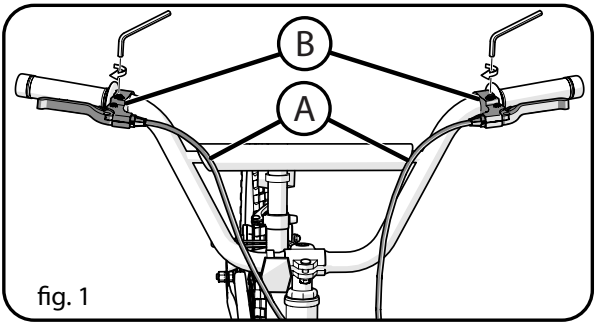

fig. 1
- Insira o afinador do cabo (C) na alavanca do travão (B).
- Insira o cabo do travão (A) na ranhura como mostrado.
- Rode a ranhura do invólucro (D) para a afastar da ranhura para o cabo e aperte a porca do invólucro (E).
- Certifique-se de que não haja folga na alavanca do freio (F) e que o cabo do freio (A) esteja totalmente encaixado.
- Rode as alavancas dos travões (B) para uma posição de condução confortável e aperte bem. (**fig. 1**).